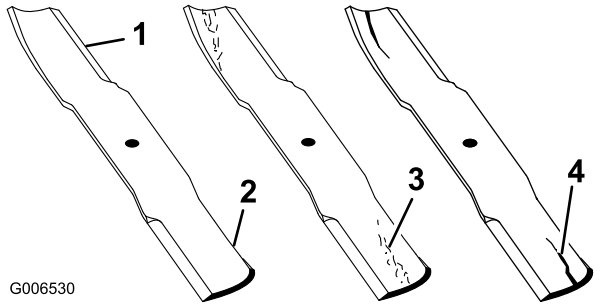

Figura 53
1. Inspeccione los filos de corte (Figura 53). Si los bordes no están afilados o tienen muescas, retire las cuchillas y afílelas. Consulte Afilado de las cuchillas.
2. Inspeccione las cuchillas, especialmente la parte curva (Figura 53). Si observa fisuras, desgaste o la formación de una ranura en esta zona (elemento 3. en la Figura 53), instale de inmediato una cuchilla nueva.